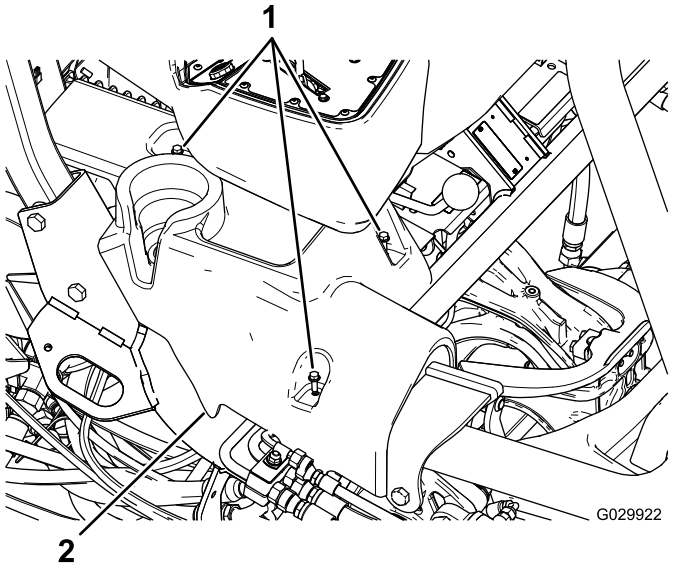

Figura 1
4. Rimuovete i bulloni a testa flangiata che fissano le consolle di sinistra e destra e rimuovete le consolle (Figura 1).